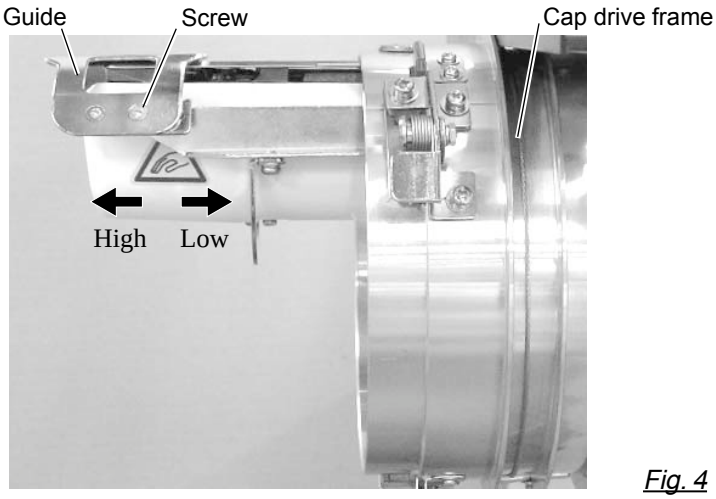

Fig. 4
Remove screws at left and right to adjust. (Fig. 4)
6. As shown in Fig. 4, tip the cap stretcher forward.